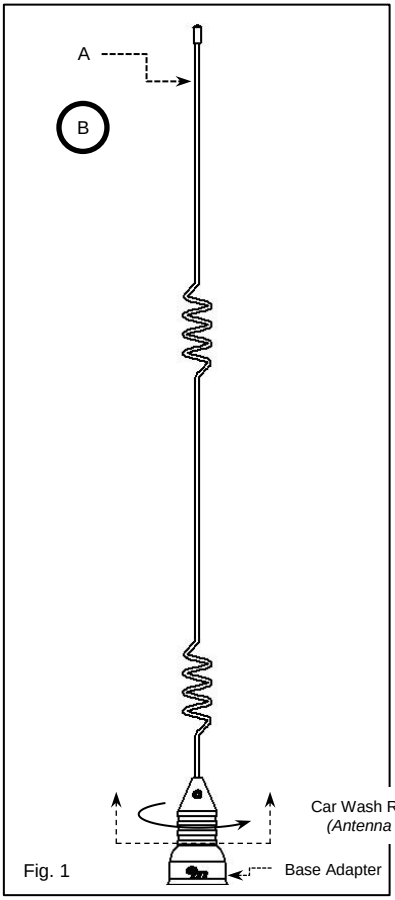

Fig. 1
1. Parts: Verify all parts are included with the antenna as shown in Fig. 1.
B. Thread antenna assembly onto NMO mount with firm hand torque until O-ring is completely seated against mounting surface. **Important:** Also verify Antenna Radiator Section is attached with firm hand torque. **CAR WASH REMOVAL (Fig. 1): Note:** Leave the Base Adapter attached to the NMO mount to protect the mount from water and debris. Using one hand, hold the base adapter with a firm grip. Using the opposite hand, detach the Antenna Radiator Section **only** by unthreading with a Counter Clockwise (CCW) rotation from the base adapter.